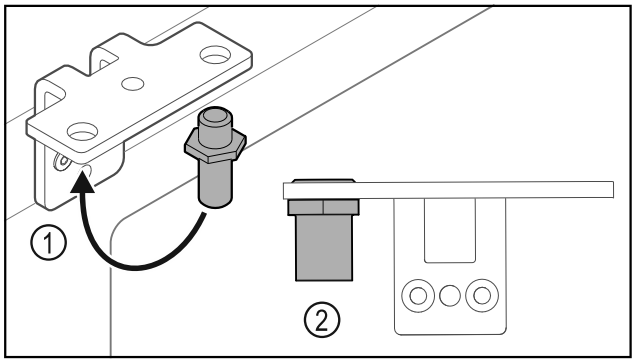

Fig. 20
▶ Cambiar la posición del perno *Fig. 20 (1)* en la escuadra de bisagra.
▶ Apretar el perno *Fig. 20 (2)* con un **par de 12 Nm**.